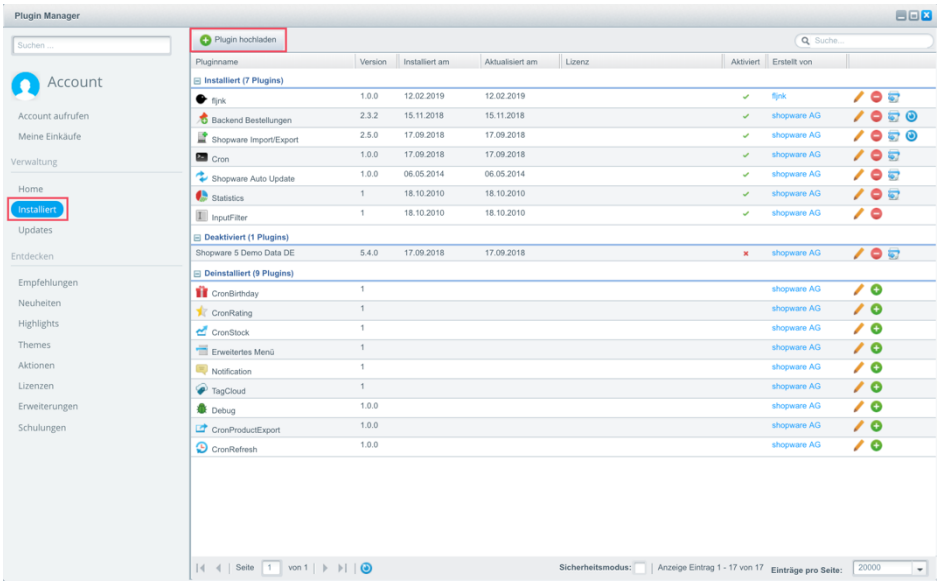

Abbildung 1: Installation des fljnk Plugins über den Plugin Manager
2. Öffnen Sie in Ihrem Shopware Backend den Plugin Manager und wählen Sie im Anschluss daran den Bereich „Installiert“ aus vgl. Abb. 1.
3. Klicken Sie auf „Plugin hochladen“ und wählen Sie dann die heruntergeladene ZIP-Datei des fljnk Plugins aus vgl. Abb. 1.